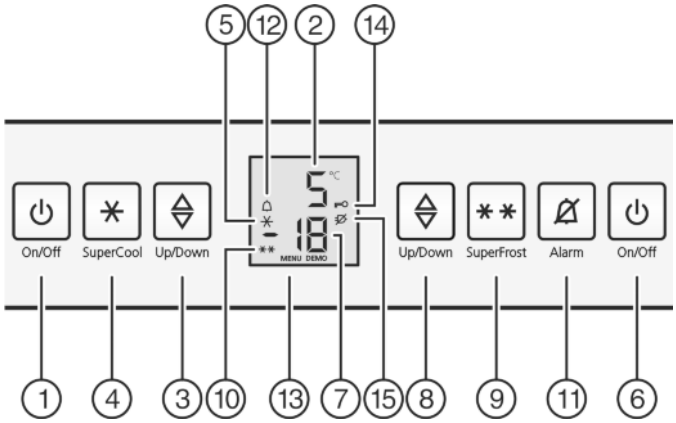

Fig. 2
▶ Appuyer sur la touche On/Off *Fig. 2 (6)* du congélateur.
▶ Appuyer sur la touche On/Off *Fig. 2 (1)* du compartiment réfrigérateur.
▶ Activer le mode de réglage : appuyer sur la touche SuperFrost *Fig. 2 (9)* pendant env. 5 secondes.
▷ Le symbole Menu *Fig. 2 (13)* apparaît dans l'affichage.
▶ Confirmez en appuyant brièvement sur la touche SuperFrost *Fig. 2 (9)*.
▷ Le symbole Sécurité enfants *Fig. 2 (14)* s'allume dans l'affichage.
▶ Appuyer brièvement sur la touche On/Off du compartiment congélateur *Fig. 2 (6)*.
▶ Activer le mode de réglage : appuyer sur la touche Super-Frost *Fig. 2 (9)* pendant env. 5 secondes.
▷ Le symbole Sécurité enfants *Fig. 2 (14)* s'éteint.
▶ Appuyer sur la touche Alarme *Fig. 2 (11)*.
L'affichage de la température clignote en même temps que le symbole Alarme *Fig. 2 (12)*.